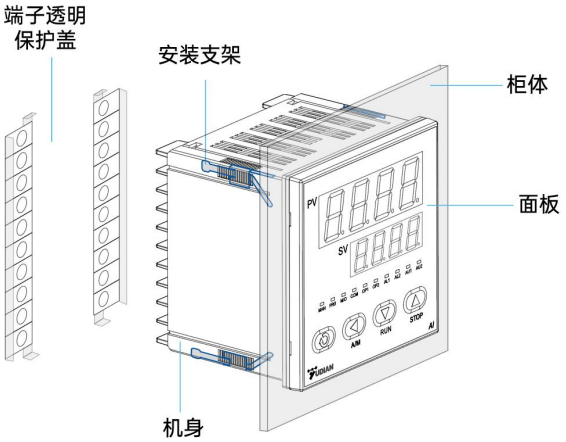

图 2
② 将仪表插入面板安装孔，将安装支架从外壳开口侧压入，暂时固定主体（图 2）。
③ 紧固安装支架和端子接线时，请将紧固扭矩设为 0.39~0.58N●m。